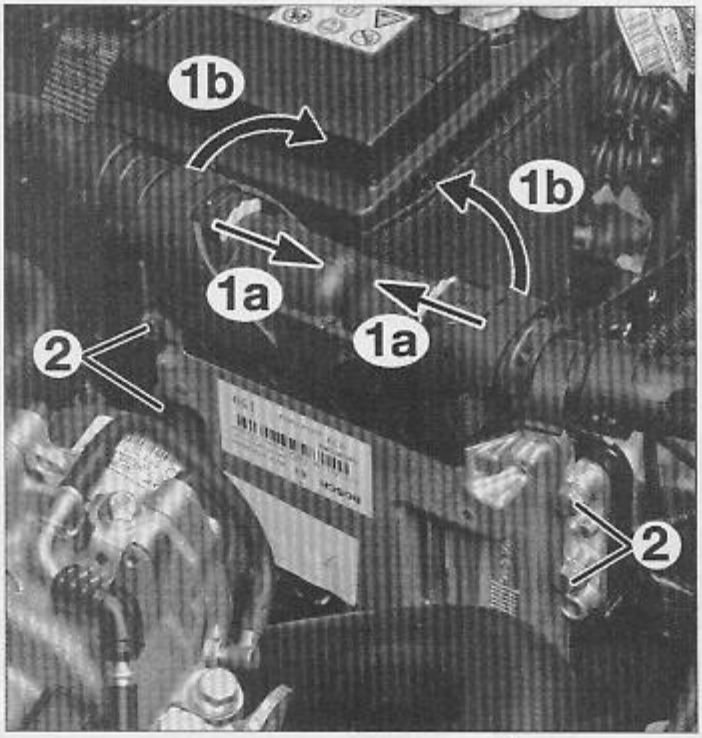

FIG. 26
• Débrancher les connecteurs (1) du calculateur (Fig.26).
• Déposer le calculateur en déposant les vis (2).